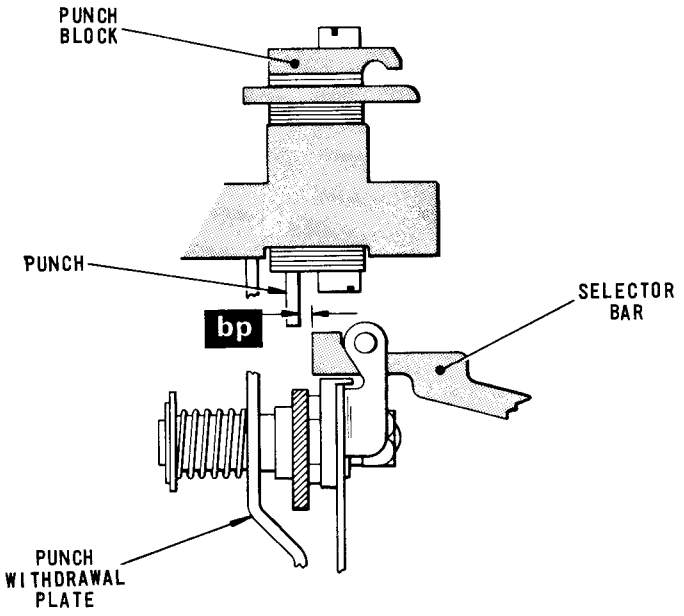

Fig. 4.76 SELECTOR BAR/PUNCH MECHANISM
92.1 With the punches, Fig.4.76, withdrawn to their fullest extent from the punch block, check that the vertical clearance between the two outer punches and their respective selector bars is approximately equal.
93.1 With the machine in the rest condition and the All Space code (SSSSS) set up on the pins, check that there is a horizontal clearance of .020 - .025 in. (dimension 'bp') between each punch, Fig.4.76, and its respective selector bar.
94.1 Depress the Letters key or, if the machine has no keyboard, set up the Letters code (MMMMM) on the pins. Lift the translator clutch abutment and turn the machine by hand until the punching operation has taken place. Continue to turn the machine and check that the punch withdrawal plate, Fig.4.76, withdraws each punch to its fullest extent from the punch block.